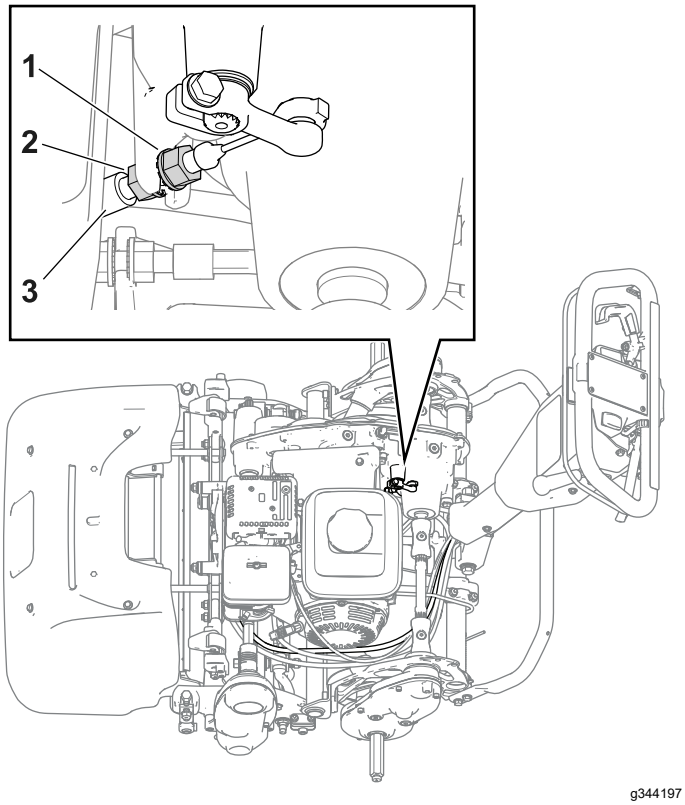

Figur 33
- Öka kabelns spänning genom att lossa kabelns främre kontramutter och dra åt den bakre kontramuttern (Figur 33). Upprepa steg 2 och justera spänningen vid behov.
- Minska kabelns spänning genom att lossa kabelns bakre kontramutter och dra åt den främre kontramuttern (Figur 33). Upprepa steg 2 och justera spänningen vid behov.